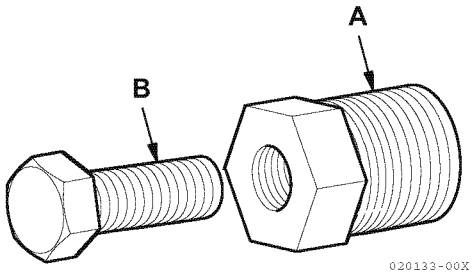

Figur 9
2. Monter avtrekkeren (A, **Figur 9**) i impelleren.
3. Drei avtrekkerskruen (B, **Figur 9**) med urviseren for å ta impelleren ut av pumpen.